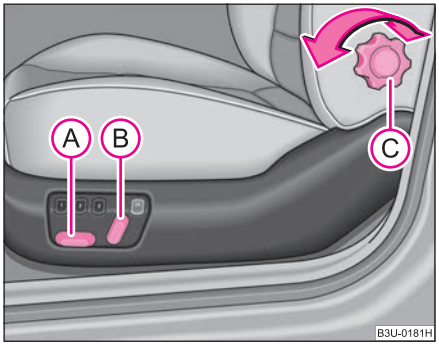

Fig. 55 Side view: controls for adjusting seat
– Press switch (A) or (B) ⇒ fig. 55 in the direction of the desired setting.
– Turn the handwheel (C) until you have set the most comfortable curvature of the seat upholstery in the area of your spine.